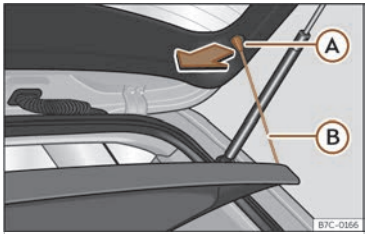

Abb. 162 Im Gepäckraum: Gepäckraumabdeckung aus- und einbauen.
- Hängen Sie die Haltebänder ››› **(Abb. 162)** Ⓑ aus den Aufnahmen Ⓐ aus.
- Hängen Sie die Haltebänder ››› **(Abb. 162)** Ⓑ an der Heckklappe ein.